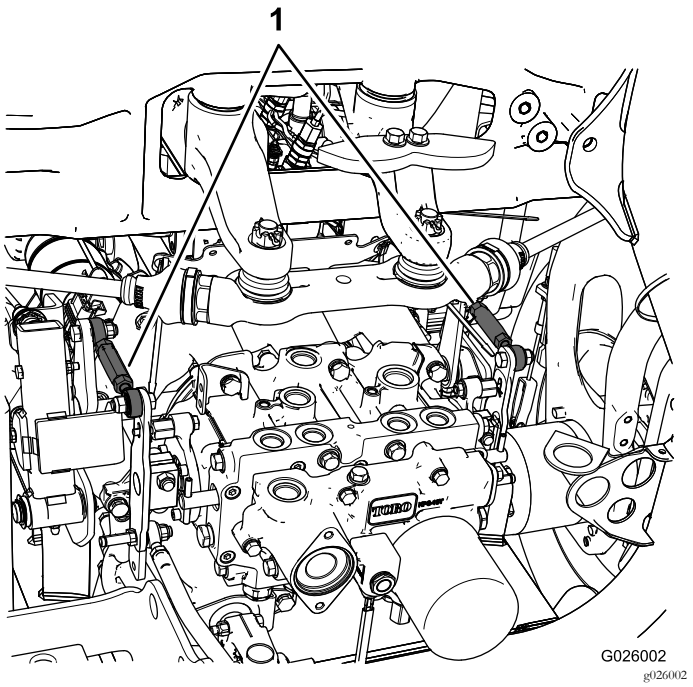

Figur 9
- Om vänster bakhjul snurrar ska du lossa på kontramuttrarna på transmissionens vänstra reglagestång (Figur 9).